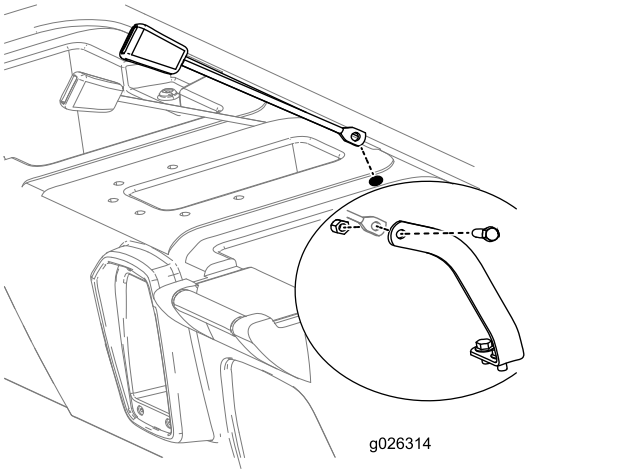

Figur 11
7. Sett inn mottakerenden av hver sikkerhetsbeltelåseenhet inn i et av de nylig borede hullene i setebasen (Figur 11).
8. Mens du løfter bakenden av setebasen for å få tilgang, fest mottakerenden av hver sikkerhetsbelteenhet til hvert sikkerhetsbelteanker med en bolt (7/16 tomme) og låsemutter (7/16 tomme) som vist i Figur 11.